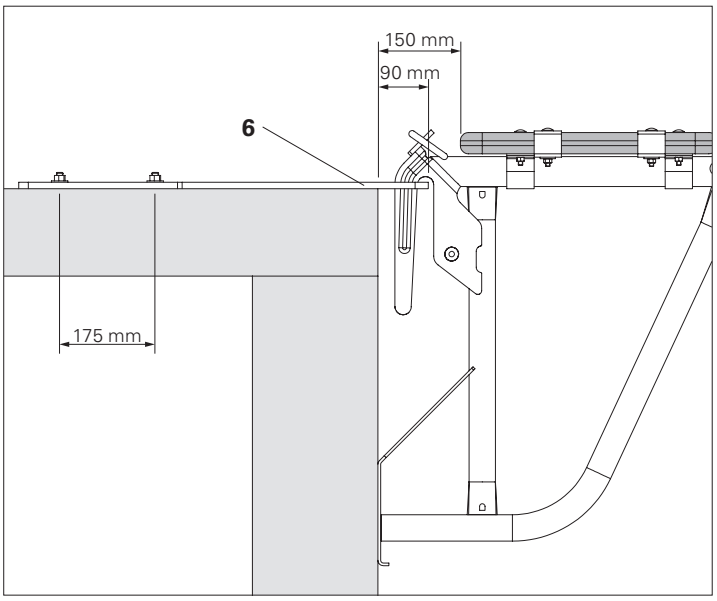
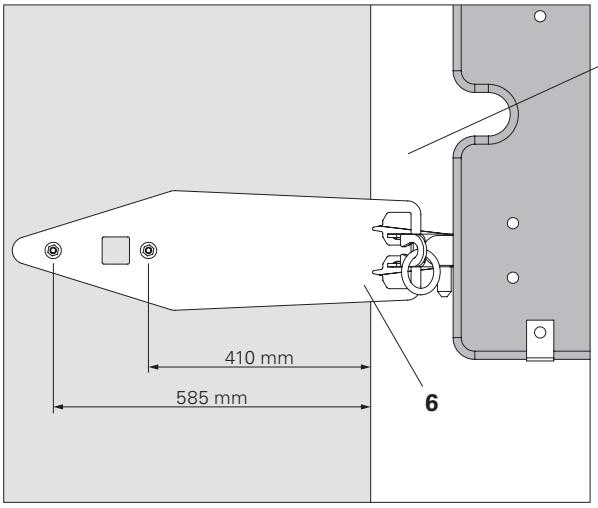

Abb. A6.10
Abb. A6.11
1. Aufhängeblech ASG mit oberflächenbündigen, demontierbaren Schwerlastdübeln Ø 20 befestigen; Auslegung projektspezifisch. (Abb. A6.10 + Abb. A6.11)
1. Schwerlastdübel am Aufhängeblech ASG lösen und entfernen. (Abb. A6.10 + Abb. A6.11)